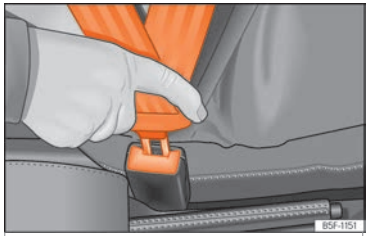

Fig. 10 Inserir a lingueta do cinto de segurança no fecho correspondente.
- Encaixe a lingueta no fecho do respetivo banco ››› **Fig. 10**.